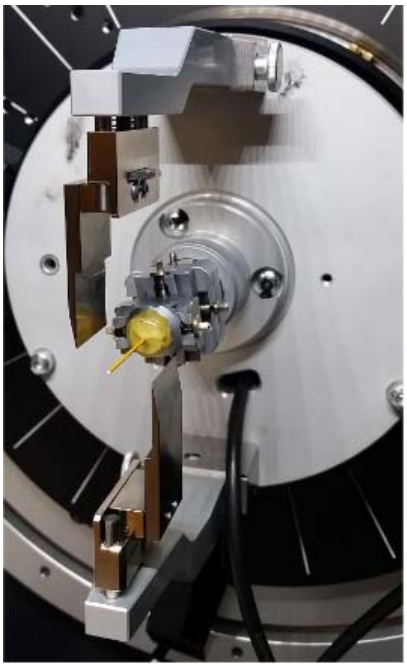

Figure C-6. Capillary Stage with Two Knife Edges
8. Once the capillary is aligned (while turning the goniometer, the capillary remains in the cross hairs of the microscopy), then remove the microscope and insert the two knife edges (Figure C-6).
4. Take off the two knife edges (Figure C-6).